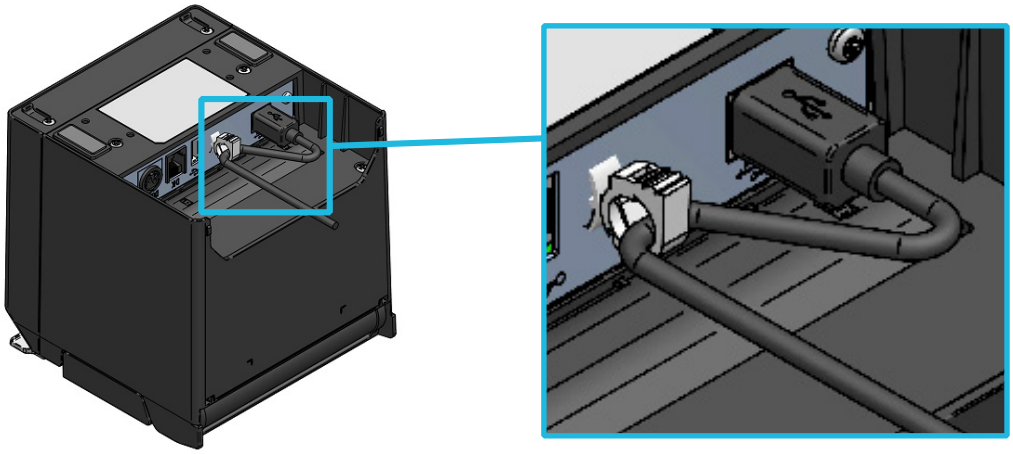
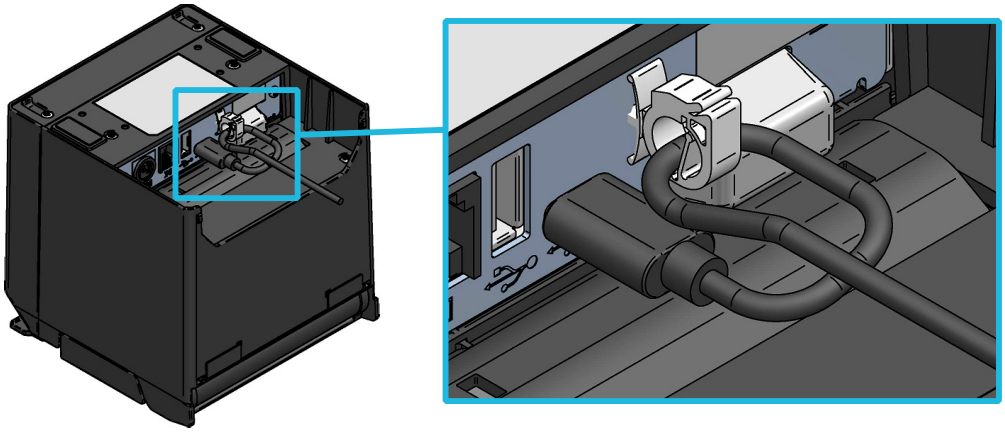

Figure 12-2 Printer and USB Cable Bind
Figure 12-4 Printer and USB Type-C Cable Bind
(1) Ensure that the printer is off.
(2) Connect the interface cable to use to the interface connector on the back side of the printer. (Bind the USB cable with the wire clip as shown in Figure 12-2 for connecting the USB cable and Figure 12-4 for connecting the USB Type-C cable.)
(3) Turn on the printer, and send data from the host device to the printer.
(4) Verify that the data is printed correctly.